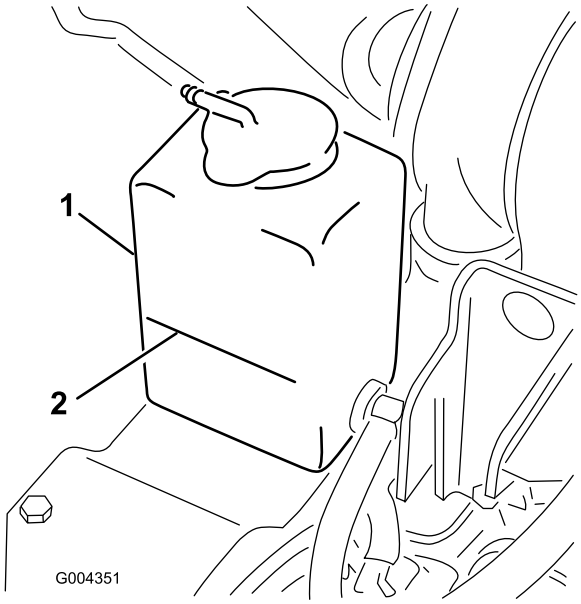

**Figur 20**
1. Kontrollera kylvätskenivån i expansionstanken (Figur 20).